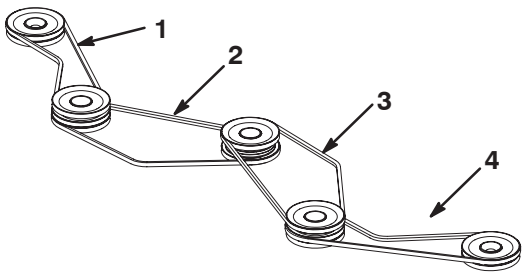

Figur 69
7. Udskift remmen(e), hvis det er nødvendigt. Monter remskiverne som vist i figur 69.